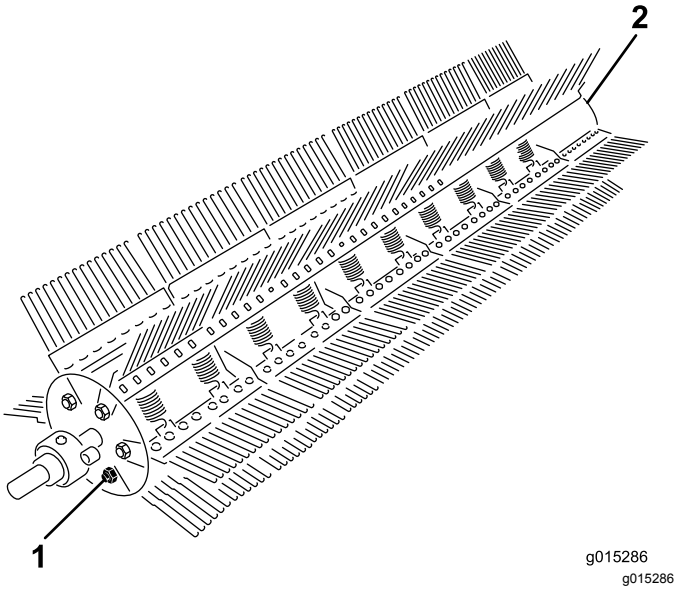

Figura 27
2. Togliete il bullone e il dado di serraggio da una delle estremità dell'asta del rastrello (Figura 27).